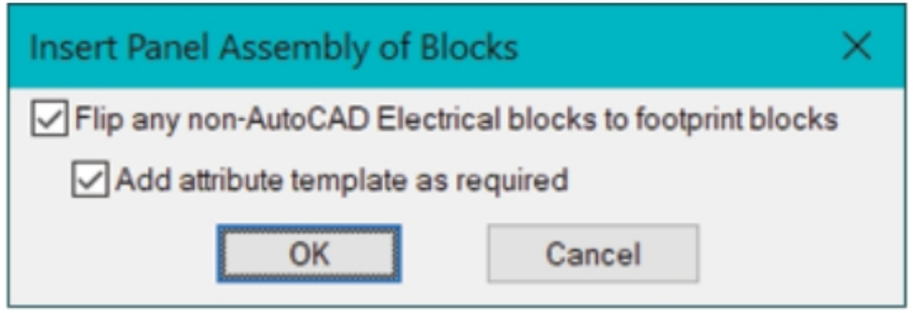

Figure-22. Insert Panel Assembly of Blocks dialog box
- Click on the **Panel Assembly** tool from the **Insert Component Footprints** panel in the **Ribbon**. The **Insert Panel Assembly of Blocks** dialog box will be displayed; refer to Figure-22.